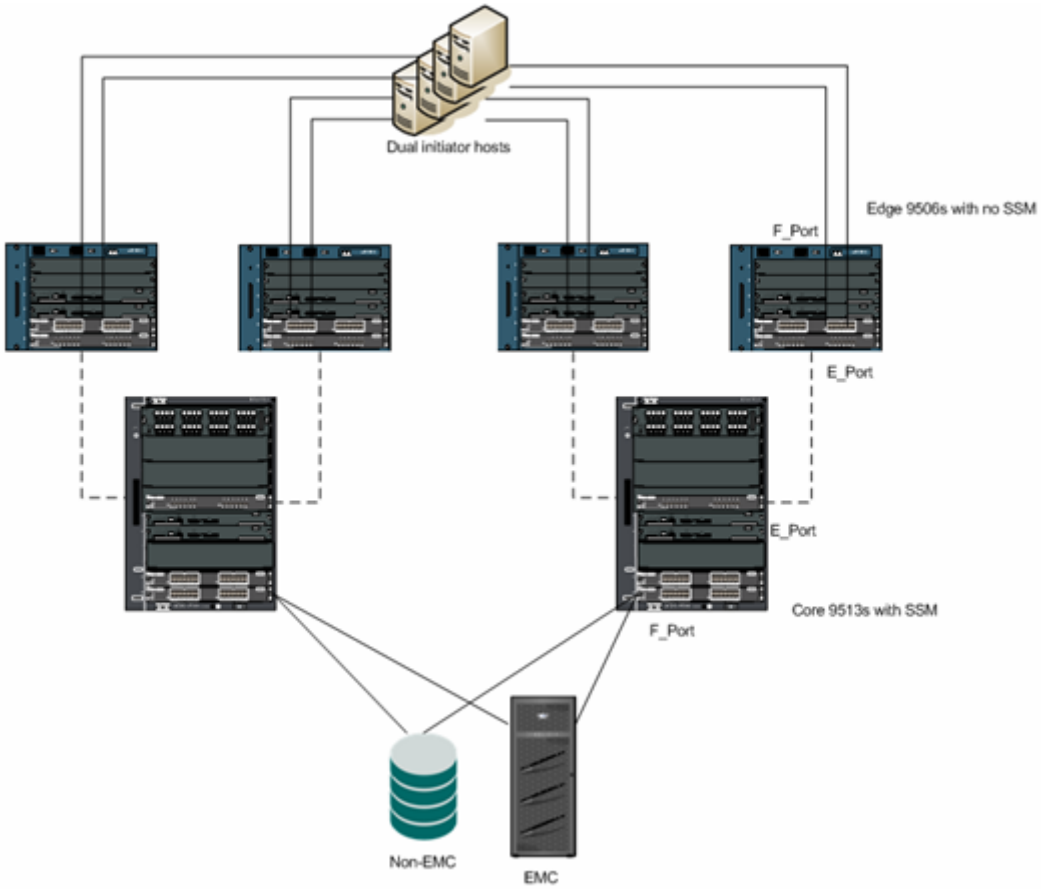

Figure 173 **Core/edge design**
- Core / edge (hosts on an edge switch and storage on a core switch). (See Figure 173 on page 677)
Figure 173 on page 677 shows a core / edge design. In this model, hosts are connected to the MDS 9506s (edge tier) and storage is connected to MDS 9513s (core tier). The core tier is the centralized location and connection point for all physical storage in this model. All IO between the host and storage must flow over the ISLs between the edge and core. It is a one hop logical infrastructure. (ISL hop is the link between two switches).